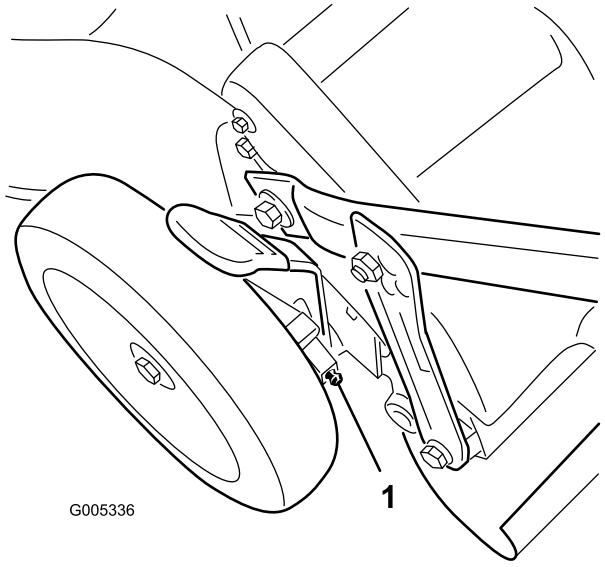

Figur 25
1. Torka av smörjnipplarna precis innanför bakhjulen med en ren trasa (Figur 25).